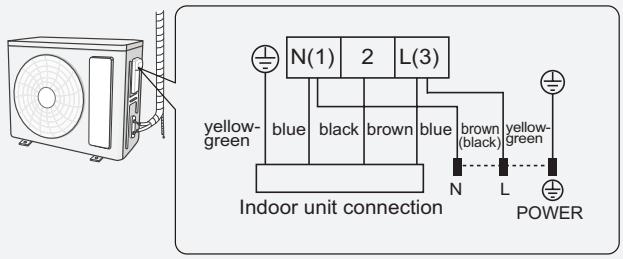

Fig.21
(1) Remove the wire clip; connect the power connection wire to the wiring terminal according to the color; fix them with screws. (As show in Fig.21)